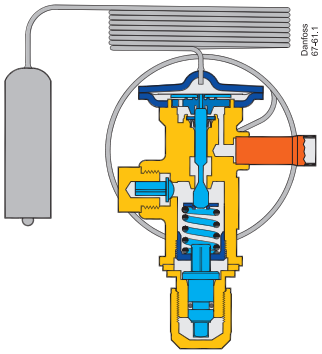

Fig. 3 TR 6 with adjustable setting
Static superheat (SS) can be adjusted with the setting spindle (see fig. 3, pos. 6) . The standard superheat setting is 3.6 °F / 2 °K.